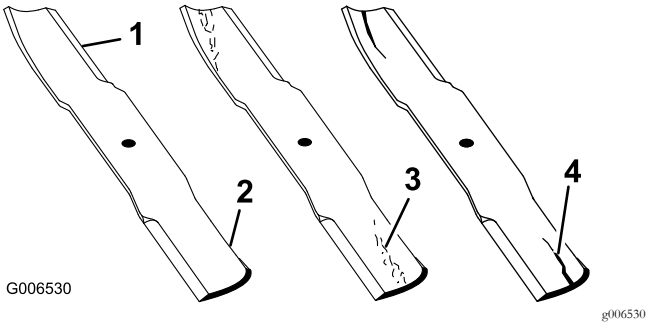

Figuur 51
1. Controleer de snijranden (Figuur 51).
4. Als u scheuren, slijtage of groefvorming in dit deel constateert, moet u direct een nieuw mes monteren (Figuur 51).